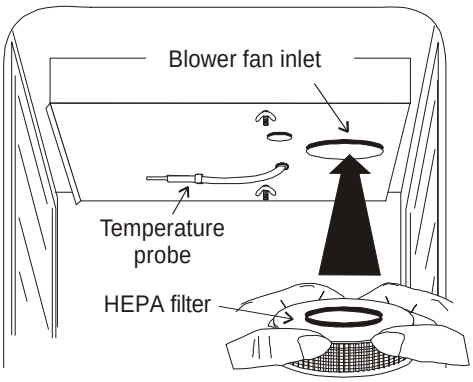

Figure 1-12
3. Install the filter as shown in Figure 1-12.